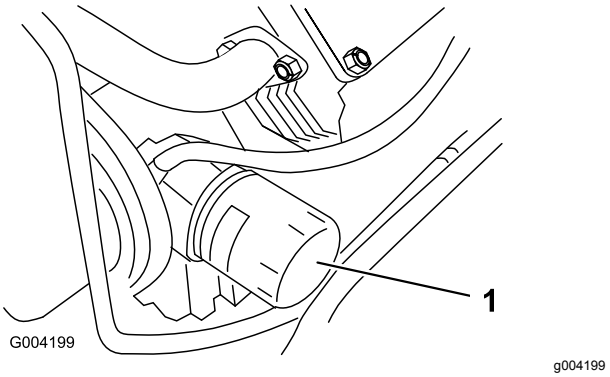

Figur 38
4. Ta bort det gamla filtret (Figur 38) och torka rent ytan på filteradapterpackningen.